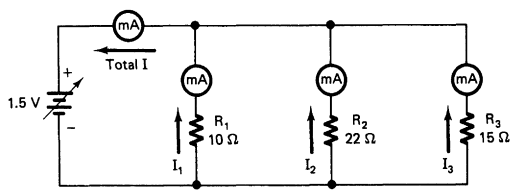

FIGURE 3-3B Connection of VOM to measure direct current.
6. Prepare the multimeter to measure dc. Measure and record the currents through path 1 (R_1), path 2 (R_2), and path 3 (R_3), and the total current in the circuit. (The meter should be connected as illustrated in Fig. 3-3B for each of these measurements. Thus the current in the path will correctly flow through the meter.)